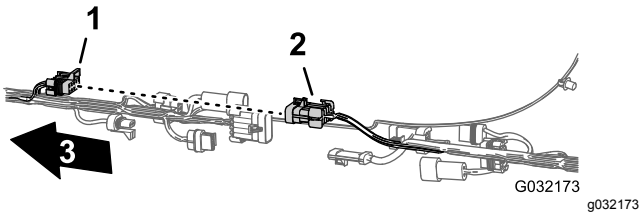
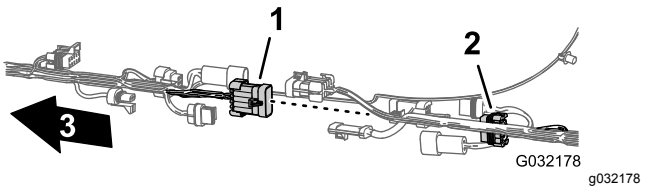

**Figur 29**
**Figur 34**
2. Frakobl de 6 par konnektorer mellem forreste og bageste ledningsnet som vist i figurerne Figur 29 til Figur 34.